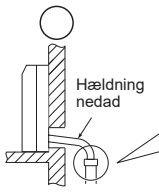

Fig. 1
- Afløbsslangen skal pege nedad, så afløbet kan foregå problemfrit. (Fig. 1)